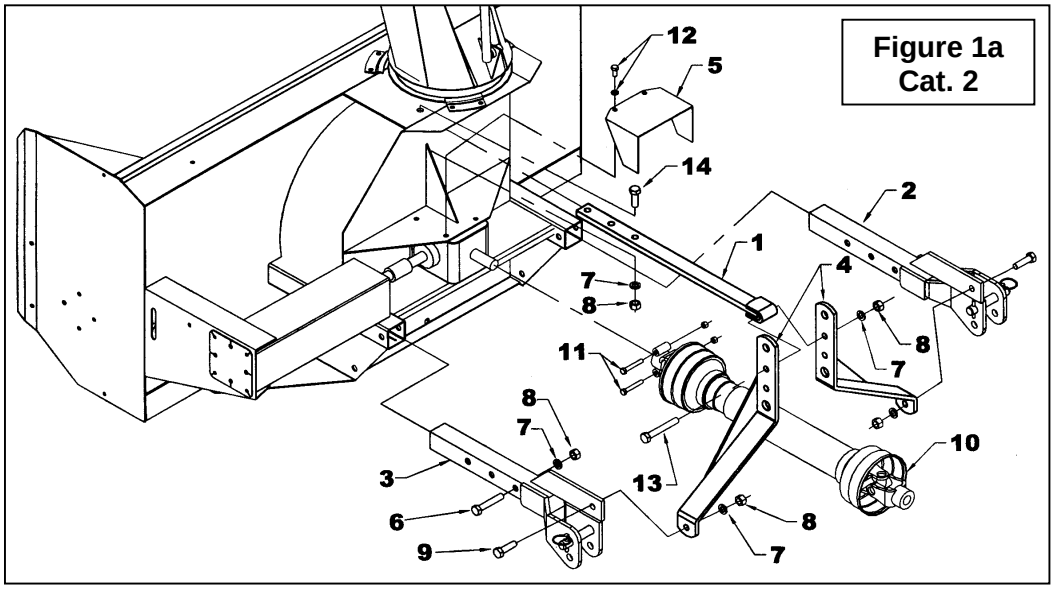

Figure 1a
1. Remove the 3/4" NC x 4" bolts, the lockwashers and the nuts (items 6 -7-8) from the lower hitches (items 2-3).
2. **For Cat. 2:** Install the left lower hitch (item 3) and the right one (item 2) on the snowblower using the hardware previously removed (items 6-7-8) as illustrated on figure 1a.